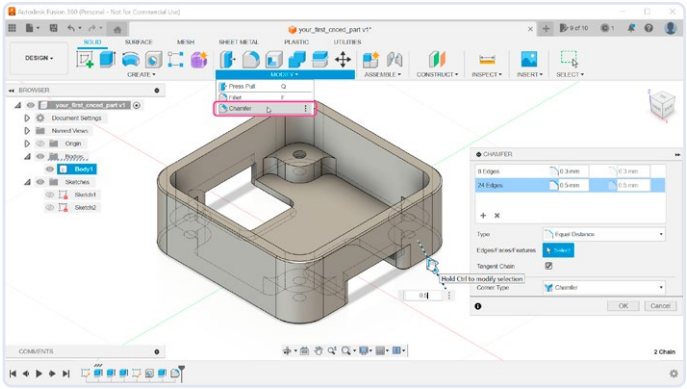

Figuur 20. Afschuinen van de buitenranden.
20. De scherpe randen aan de buitenkant kunnen worden een beetje afgeschuind met het gereedschap *Chamfer*. Selecteer het (**figuur 20**) in het submenu *Modify* en selecteer de buitenranden van de behuizing. Voor de bovenste rand heb ik een minimale waarde van slechts 0,3 mm gebruikt. Voor de onderrand is een grotere waarde van 0,5 mm ingesteld. Je kunt meerdere randen met verschillende waarden tegelijk afschuinen met behulp van de knop *Add Selection Set* in het dialoogvenster *Chamfer*.